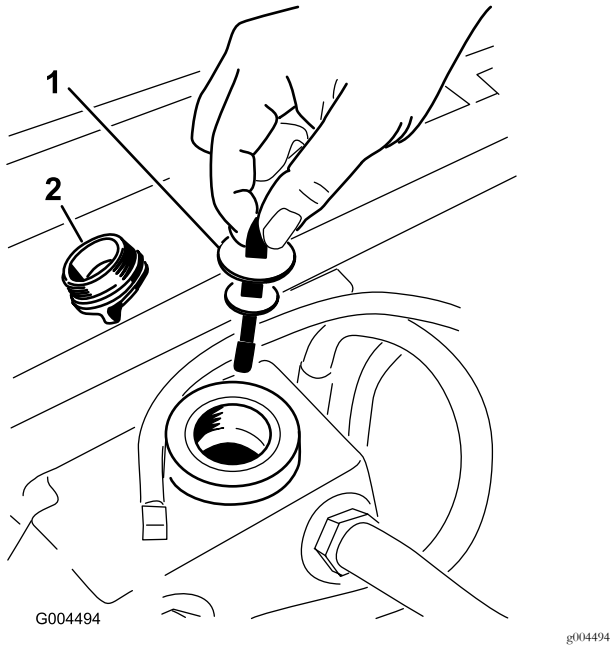

Figur 61
5. Afmonter hydraulikpåfyldningsdækslet fra påfyldningsstudsen (Figur 61).
6. Fjern målepinden, og aftør den med en ren klud (Figur 61).
7. Placer målepinden i påfyldningsstudsen, tag den op igen, og kontroller væskestanden (Figur 61).